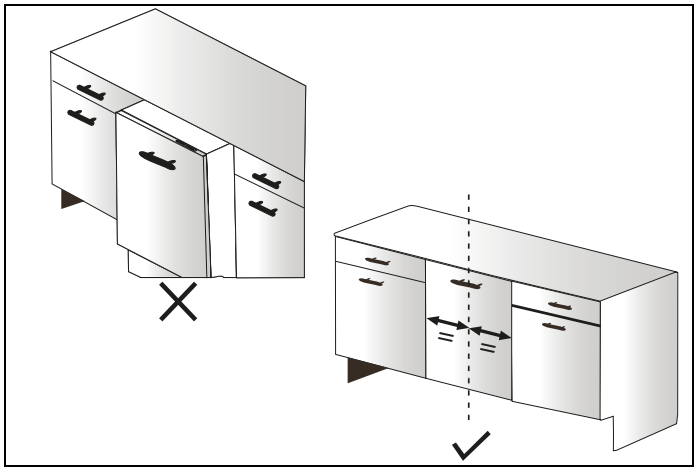

Fig. 30
11) El lavavajillas debe colocarse centrado y correctamente como se muestra en la Fig. 30 .